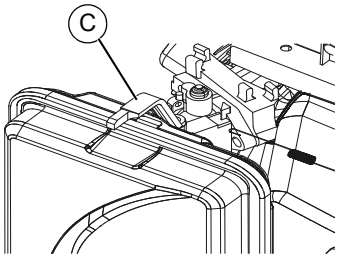

Figure 3-3.Choke Position
5. Slide engine choke (C) to Full CHOKE position (left). See ***Figure 3-3***.